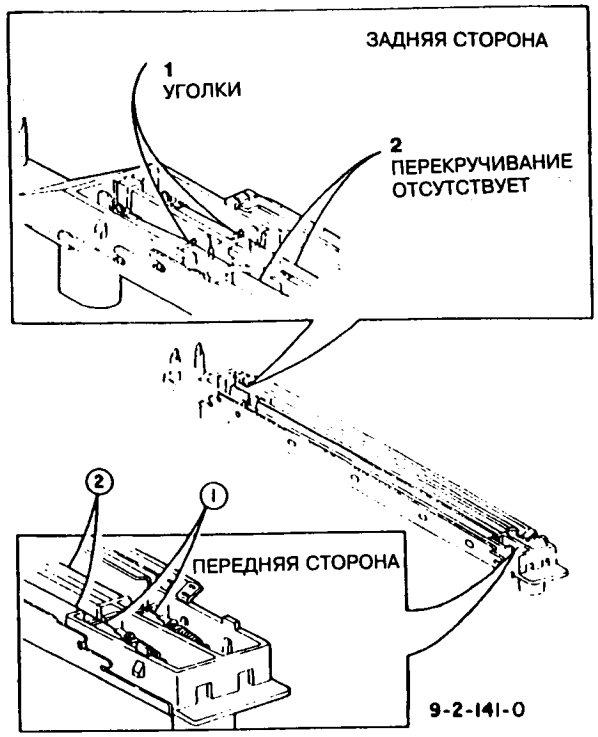

Рис.3 Установка проволоки коротрона переноса/отделения
1. При установке проволоки (рис.3) обратить внимание на важные моменты (1) и (2) на рис. 3.